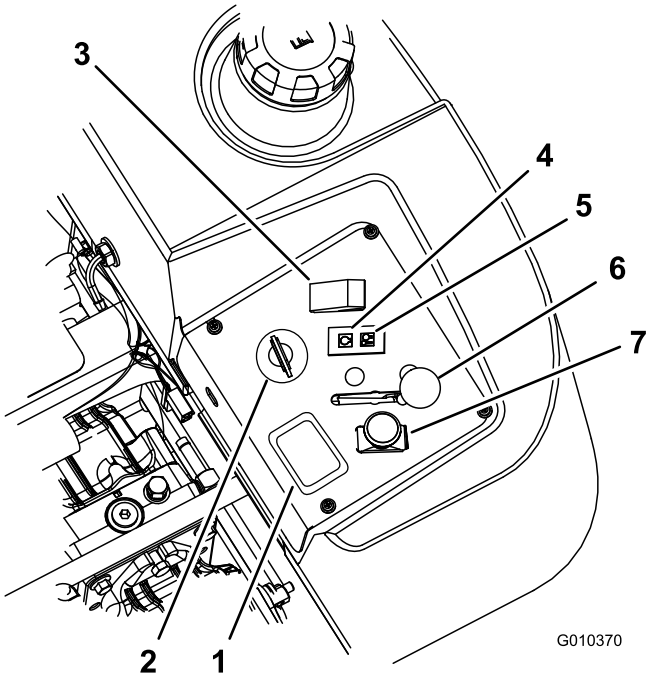

Figur 12
4. Flytta kraftuttagsreglaget till det urkopplade läget (Figur 12).